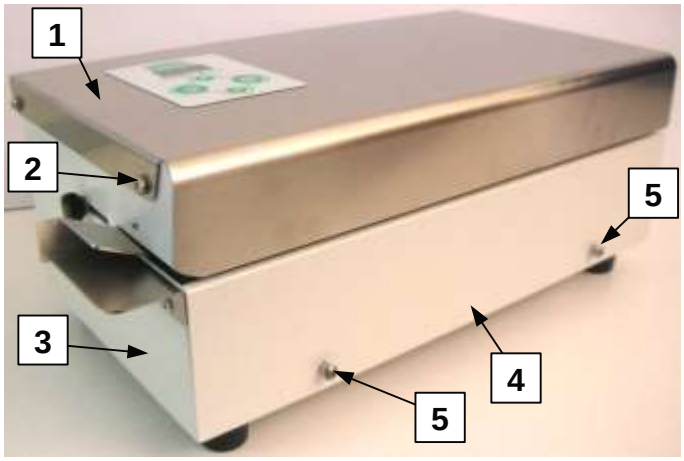

fig.4.1
- allentare le 2 viti (n.2-fig.4.1) e ruotare la copertura della macchina (n.1-fig.4.1) fino alla sua totale apertura: le viti (n.2-fig.4.1) rimarranno avvitate al telaio della macchina (n.3-fig.4.1).
- svitare completamente le 2 viti (n.5-fig.4.1) ed aprire il frontalino della macchina (n.4-fig.4.1)
- chiudere la copertura della macchina (n.1-fig.4.1) ed avvitare completamente le due viti di fissaggio (n.2-fig.4.1)
- chiudere il frontalino (n.4-fig.4.1) ed avvitare completamente le sue 2 viti di fissaggio (n.5-fig.4.1)
Per accedere ai componenti interni è necessario aprire la copertura (n.1-fig.4.1):
- allentare le 2 viti (n.2-fig.4.1): le viti (n.2-fig.4.1) rimarranno avvitate al telaio della macchina (n.3-fig.4.1).
- ruotare lentamente la copertura della macchina (n.1-fig.4.1) fino alla sua totale apertura
Per smontare il frontalino (n.4-fig.4.1) necessita svitare le 2 viti (n.5-fig.4.1) che lo fissano al telaio della macchina.